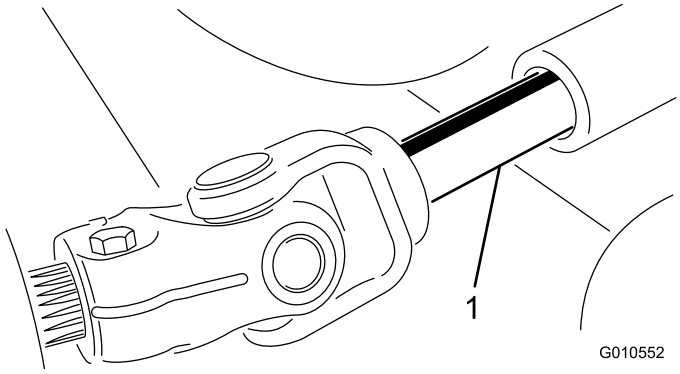

Figur 17
4. Stopp motoren og skyv klippeenheten bort fra trekkenheten og bærerammen, ta innstikksenden ut av hullet på kraftuttaksakselen (Figur 17).